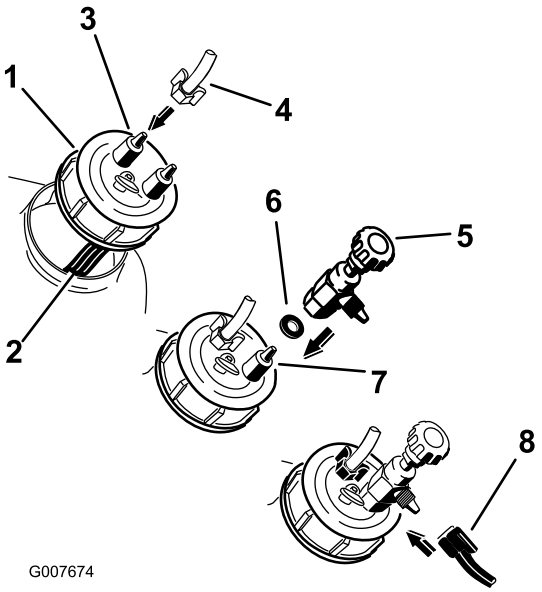

图15
2. 在黑色盖（图15）上安装 0.9m 回环软管和盖底座调节阀。